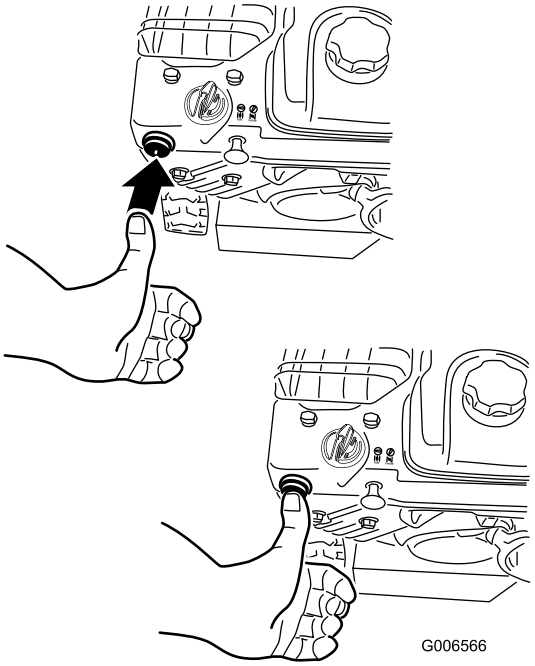

Figur 20
4. Tryk spædepumpen godt ind med tommelfingeren 2 gange (-9° C eller derover) eller 4 gange (mindre end -9° C), idet du hver gang trykker et sekund, før du slipper (Figur 20).